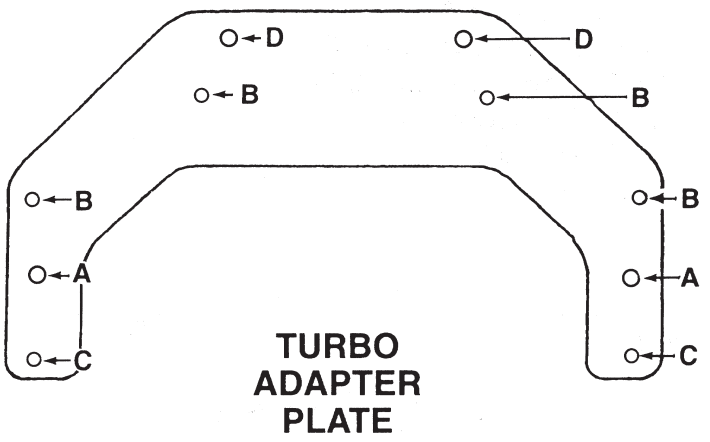

Figure 1
Step 1 Position the adapter plate on the back of the engine with the attached nuts facing the engine. Align the "A" holes on the adapter plate over the engine dowel pins. (See figure 1 for location).
Step 2 In the bolt holes marked "B" use the four (4) OEM bolts to secure the transmission to the engine. All engine bolts should be torqued to 35 ft. lbs.
Step 3 Use the two (2) bolts and washers furnished in location "D" on the adapter plate. Use OEM bolts in location "C". All engine bolts are torqued to 35 ft. lbs.